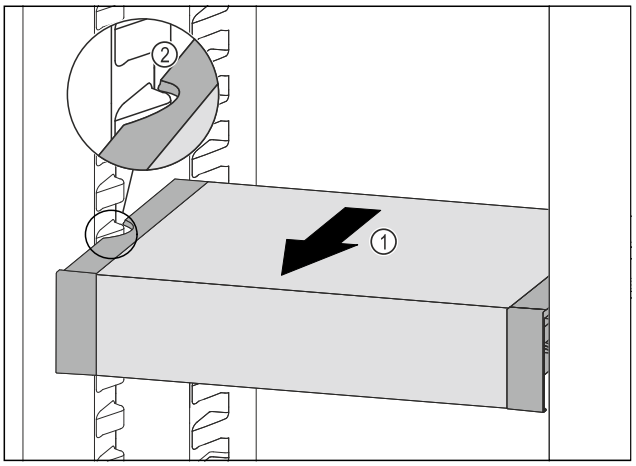

Fig. 123
- ▶ Trageți în față VarioSafe *Fig. 123 (1)*, până când degajările laterale ale VarioSafe se află la înălțimea nervurii recipientului din frigider. *Fig. 123 (2)*